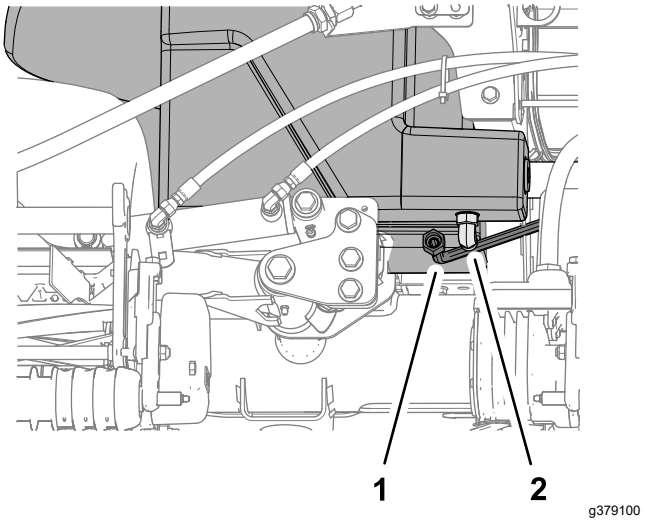

Figuur 119
2. Plaats een grote opvangbak onder de 90°-fitting (Figuur 119) van de hydraulische tank; zie Inhoud van hydraulisch systeem (bladz. 75).